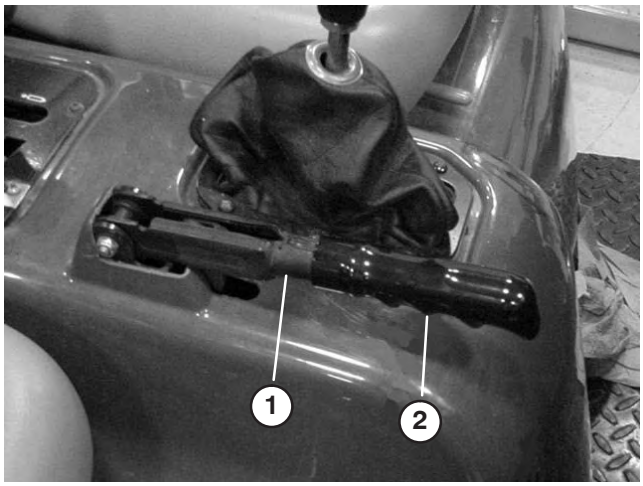

Figure 66
1. Enlevez la poignée de caoutchouc du levier de frein de stationnement (Fig. 66)